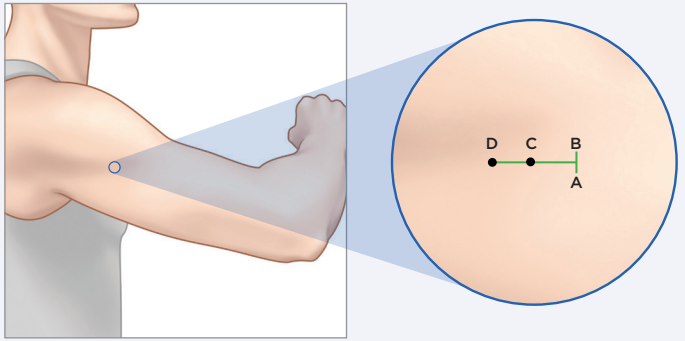

Abbildung 1
Eine Lokalanästhetikum (etwa 2 ml Lidocain) sollte entlang der geplanten Inzisionstelle (entlang AB) und rechtwinklig zur geplanten Inzisionstelle (entlang CD) injiziert werden, entlang des geplanten Wegs des stumpfen Dissektors. (Abbildung 1).
Beginnen Sie an Punkt B (Abbildung 1) mit der Inzision und führen Sie den Schnitt zu Punkt A, bis die Inzision ca. 5 mm lang ist.
2. **Nehmen Sie den stumpfen Dissektor von der Ablage und führen Sie ihn in einem 45-Grad-Winkel an der Mittellinie zwischen A und B (Abbildung 1 und 2) ein, so dass die Spitze und der verjüngte Teil des stumpfen Dissektors unter der Haut liegen, und zwar so tief, bis die Abstandhalter die Haut berühren.**